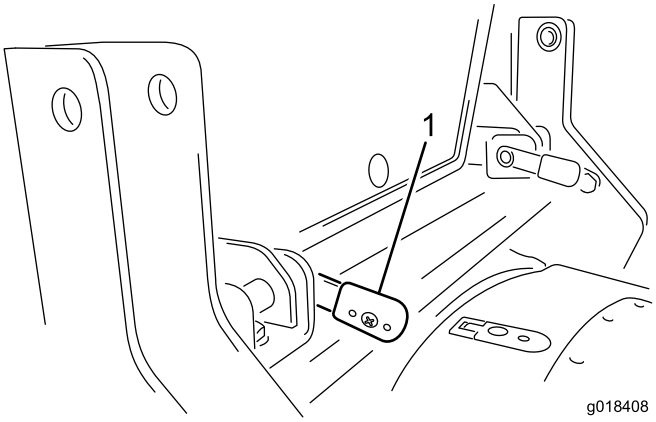

Figure 15
4. Lorsque les leviers sont complètement engagés, tournez-les en arrière pour les verrouiller en position (Figure 15).